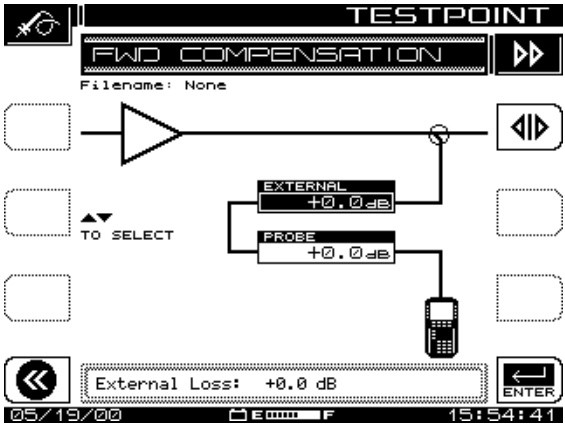

Fig. 4-1 The FWD COMPENSATION Screen
1. 1.To adjust and review these levels, press the and **7 stu** keys to call up the FWD COMPENSATION screen shown in Fig. 4-1. (You can also use the NAVIGATOR interface's TESTPOINT item to get to the FWD COMPENSATION screen.)